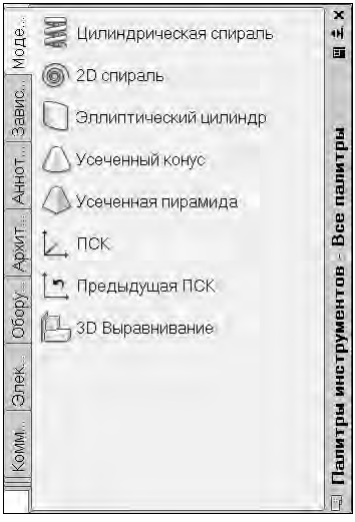

Рис. 1.17. Немодальное окно **Палитры инструментов**
Сохранились в данной версии AutoCAD панели инструментов. О них пойдет речь в *разд. 1.3.3*. Еще одним классом элементов пользовательского интерфейса являются немодальные окна, или *палитры* (рис. 1.17). Окна немного изменили свой внешний вид. Они будут разбираться при описании тех операций, в которых потребуются.
- **Группа инструментальных палитр** (Tool Palette Group) — управление отображением групп палитр в немодальном окне **Палитры инструментов** (Tool Palettes) (см. рис. 1.17);